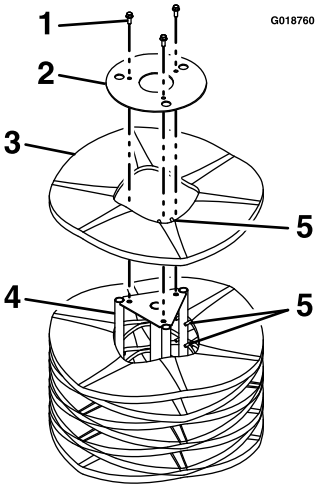

Figur 35
5. Stil kostens kerneenhed oprejst, så den aftagelige endeholdeplade vender opad (Figur 35).
6. Fjern og gem bolte og møtrikker fra endeholdepladen (Figur 35).
8. Monter den/de nye segment(-er) ved at forskyde metaljusteringsfingrene som vist i Figur 35.